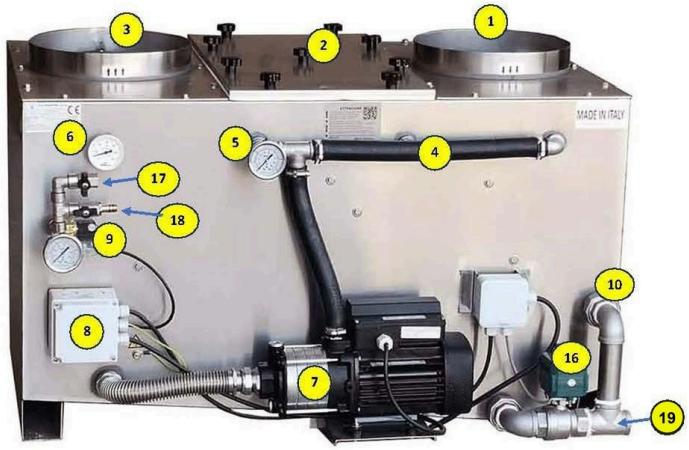

Figure 8 – The parts of the machine (the photo shows a model with right-hand inlet).
Connect the free connection of the solenoid valve unit (item 17 in figure 8) to the water mains with rigid pipe. Fittings such as those illustrated and installation by a competent plumber are recommended. The mains pressure must not exceed 8 bar.